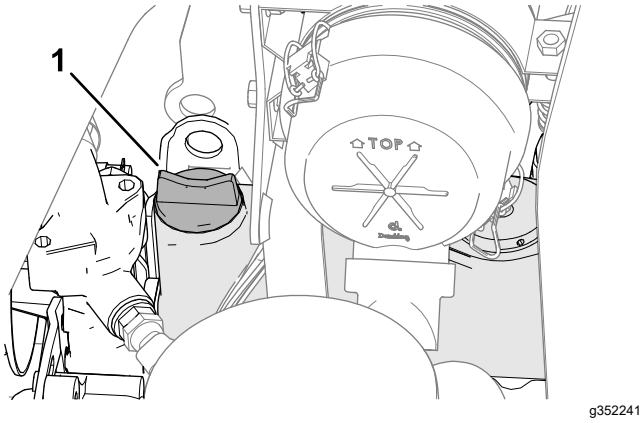

Figur 64
5. Om oljenivån är låg tar du bort oljepåfyllningslocket (Figur 64) och tillsätter gradvis små mängder olja samtidigt som du kontrollerar att nivån når FULL på oljestickan.